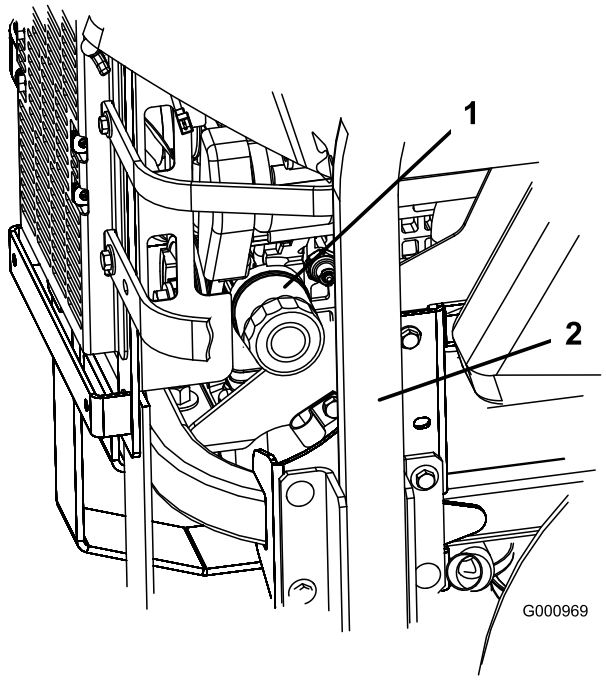
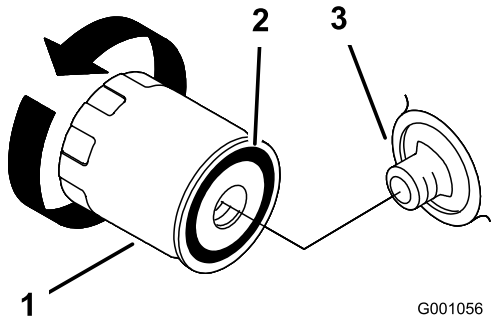

Figur 39
Figur 40
2. Drej filteret mod uret for at afmontere det (Figur 39 og Figur 40).